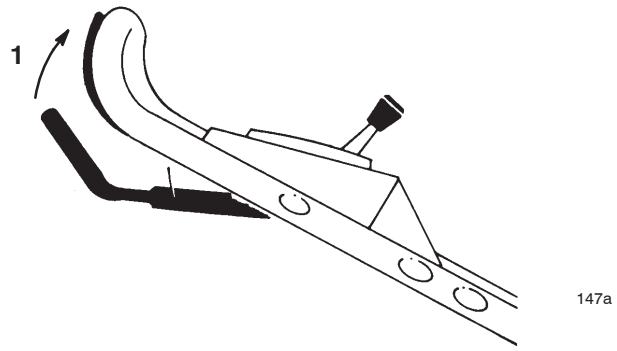

Figure 11
2. Squeeze the control bar against the handle to drive (Fig. 11).
You can vary the ground speed by increasing or decreasing distance between control bar and handle (Fig. 11) as follows: